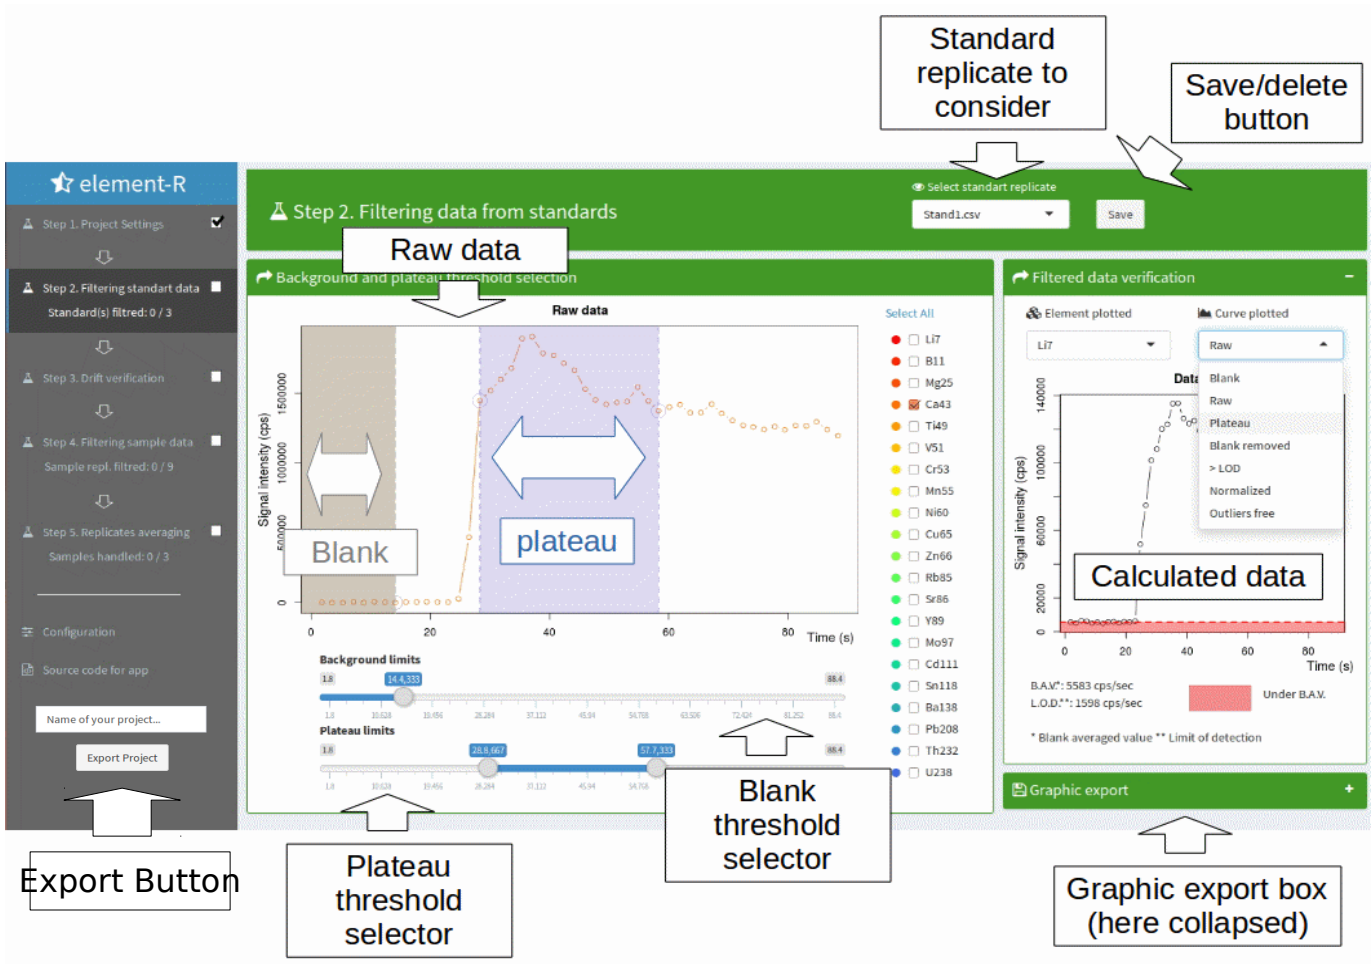

Figure 5: Standard filtration tab functionalities
To this aim, you must first select the standard replicate to filter (Fig. 5).
Once the replicate chosen, raw and reduced data of the considered replicate appear in two boxes (Fig. 5). The left box aims to select background and plateau thresholds thanks to the selectors below the plot. The right box plots calculated data in order to check the validity of your selected thresholds (i.e. reduced and intermediate data, see below).
- the entire project and its settings in an .Rdata file. This file is the one to load for re-opening an existing project (see step 1 and on Fig.5)